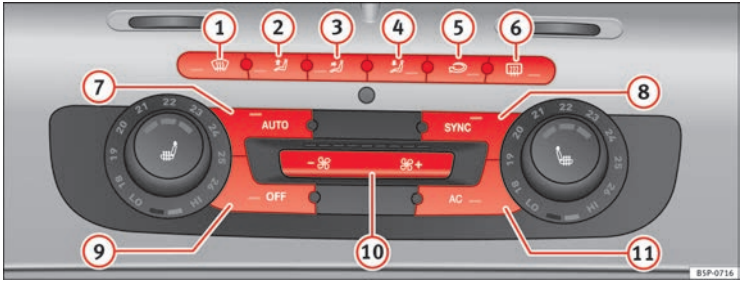

Abb. 133 In der Instrumententafel: Bedienelemente 2C-Climatronic
– Zur Einstellung der Temperatur auf der linken bzw. rechten Seite drehen Sie die Einstellräder für die Temperaturvorwahl ⇒ Abb. 133.
– Drücken Sie die Taste AUTO ⇒ Abb. 133. Am Display des Radios wird „AUTO High“ angezeigt (hohe Gebläsestufe).
– Drücken Sie erneut die Taste AUTO ⇒ Abb. 133. Am Display des Radios wird „AUTO Low“ angezeigt (niedrige Gebläsestufe).